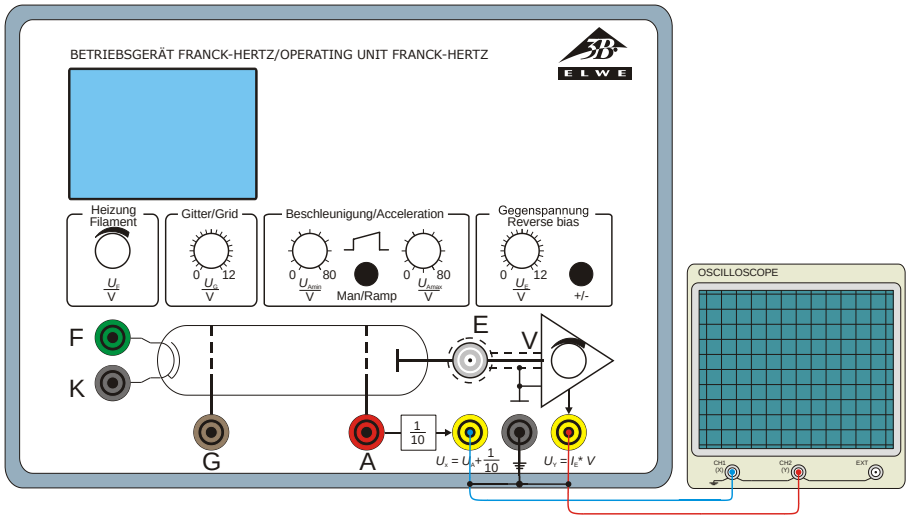

Fig. 7 Anschluss eines Oszilloskops an das Betriebsgerät für Franck-Hertz-Experiment
- Ausgang Ux des Betriebsgeräts für Franck-Hertz-Experiment an Channel 1 (X-Ablenkung) und Ausgang Uy an Channel 2 (Y-Ablenkung) des Oszilloskops anschließen. (siehe Fig. 7)